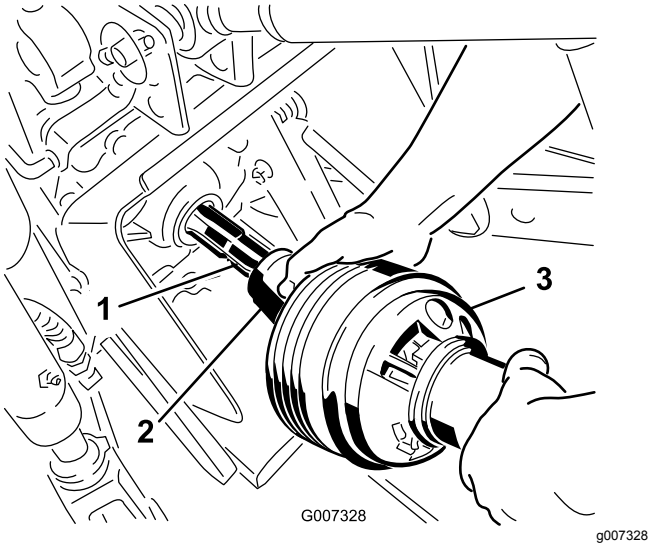

**Figuur 24**
3. Sluit de aftakas aan op de aftakas van de tractie-eenheid (Figuur 24).